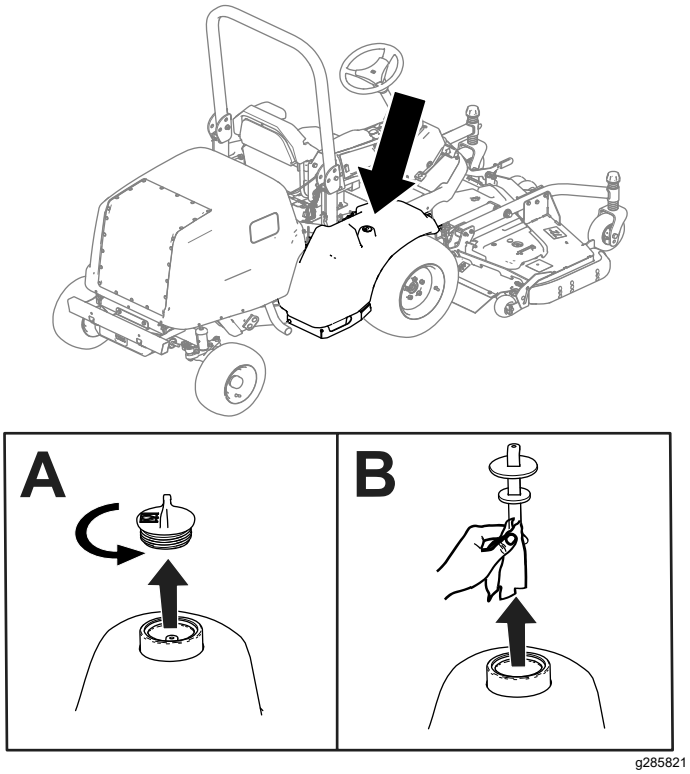

**Figura 79**
2. Rimuovete il tappo dal serbatoio idraulico (Figura 79).
3. Togliete l'asta di livello dal serbatoio idraulico e pulitela con un panno pulito (Figura 79).